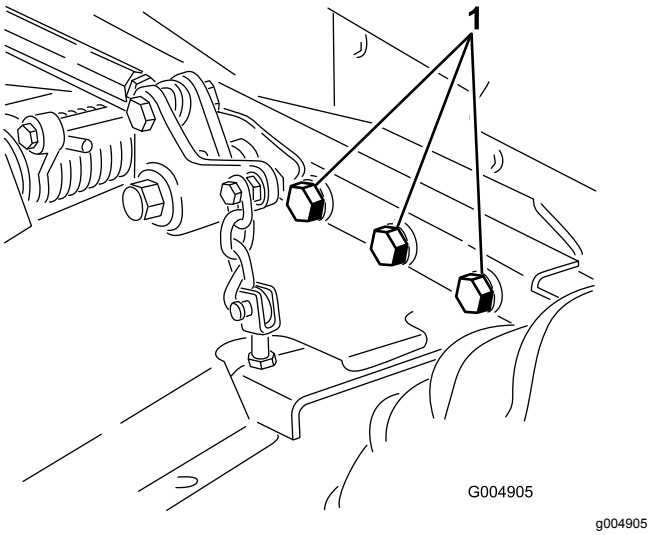

Figur 59
5. Kontroller alle festene. Stram dem om nødvendig. Trekk til de seks boltene som fester klippeenhetsrammen til trekkenheten (Figur 59) med et moment på 359 N·m.